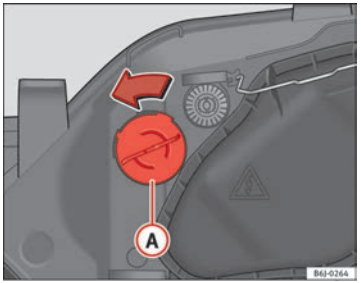

Fig. 157 Turn signal
– Turn bulb holder ⇒ Fig. 157 (A) to the left and pull.